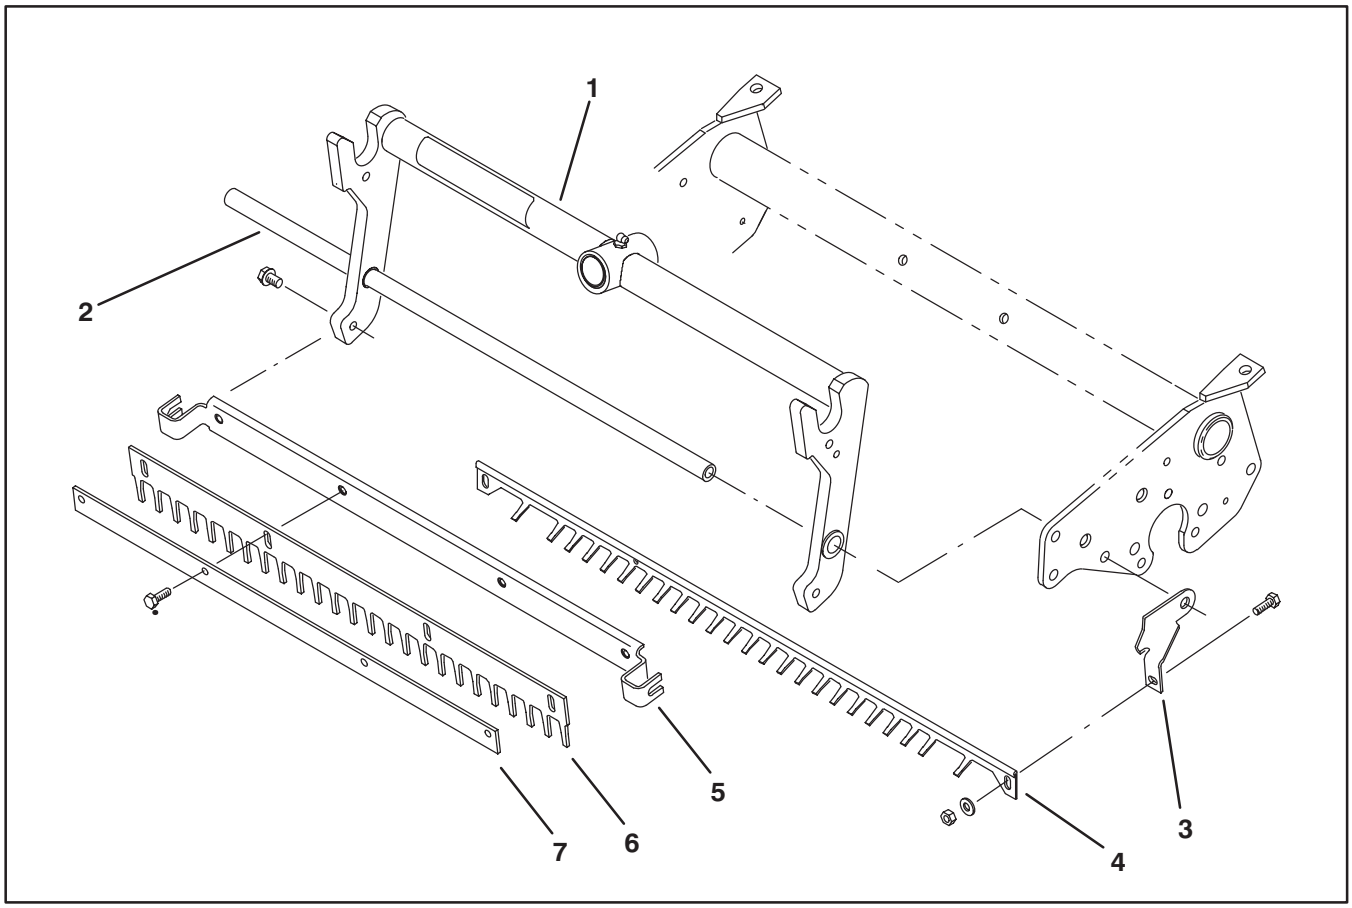

Figure 2
6. Rotate front roller and brackets 180 degrees to move roller farther away from cutting unit. Remount brackets to sideplates (Fig. 2).
7. Install new carrier frame and right and left hand scraper brackets with support tube, capscrews and lockwashers previously removed. Position carrier frame and scraper brackets as shown in figure 2.
9. Loosely secure scraper to scraper brackets with (2) capscrews, flatwashers and locknuts.
11. Mount comb support to carrier frame with (2) flange head screws (Fig. 2). Comb support to be mounted with front holes toward the top. **When mounting comb support, make sure it is positioned as far as possible onto flange head screws so it bottoms out on carrier frame.**
12. Loosely secure comb and comb plate to comb support with (2) capscrews (Fig. 2).